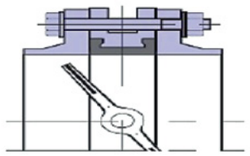

Рис. 6
7. Затяните болты (шпильки) так, чтобы фланцы и корпус (металлическая часть) затвора соприкасались. Затяжка болтов на межфланцевых соединениях должна быть равномерной по всему периметру. Медленно закройте и откройте дисковый поворотный затвор. Если установка затвора была проведена правильно, затвор должен свободно открываться и закрываться (*рис. 6*).